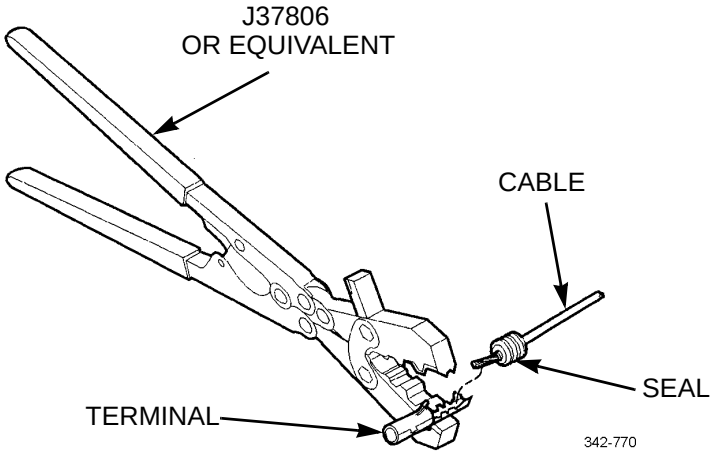

Figure 13. Crimping Procedure.
(9) Crimp new terminal onto wire using crimp tool (Figure 13).